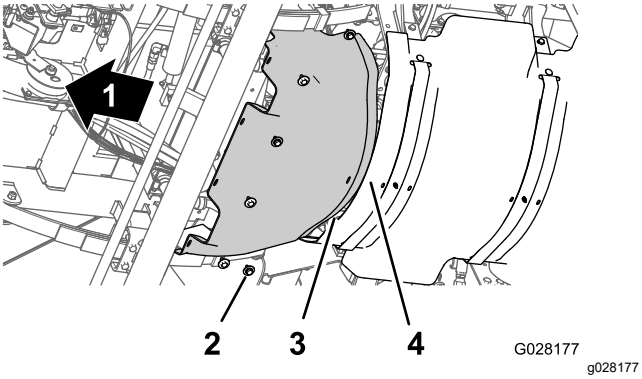

Figur 66
1. Rikta in den främre värmesköldens bakre fläns över den bakre värmesköldens främre fläns (Figur 66).
2. Rikta in hålen i den främre värmeskölden med de gängade hålen i chassit (Figur 66).
3. Fäst den främre värmeskölden på maskinen med de sex sexkantsskruvarna och sex brickorna (Figur 66) som du tog bort i steg 3 av Ta bort den främre värmeskölden (sida 51).